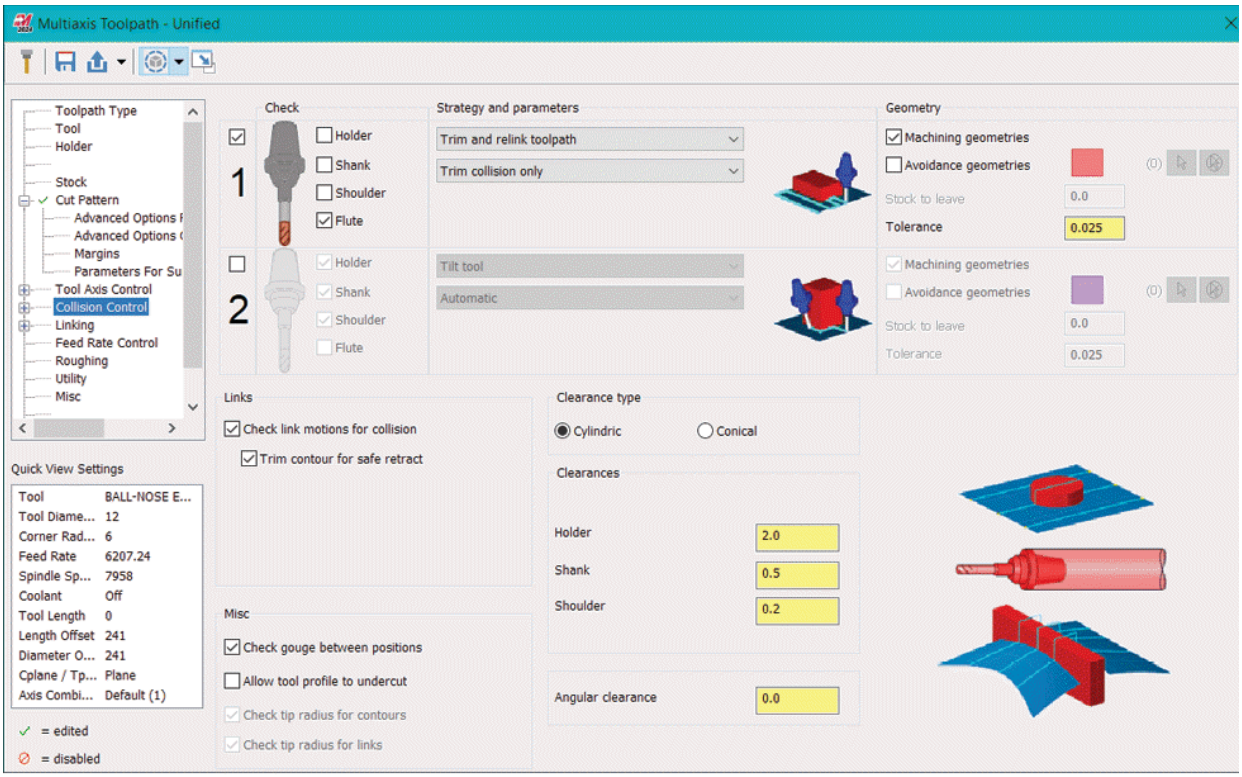

Figure-28. Collision Control options for Unified toolpath
- Select the **Collision Control** option from the left area to define parameters for avoiding collision while performing machining; refer to Figure-28.